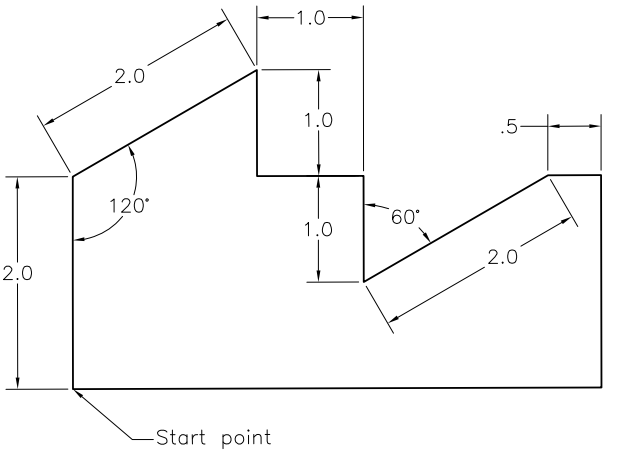

Figure 2-49 *Drawing for Example 5*
In this example, you will set the units of a drawing based on the specifications given below and then draw Figure 2-49.
6. With the units set, you need to draw Figure 2-49 using the relative polar coordinates. Turn off the dynamic input. The prompt sequence to complete the sketch is as follows: